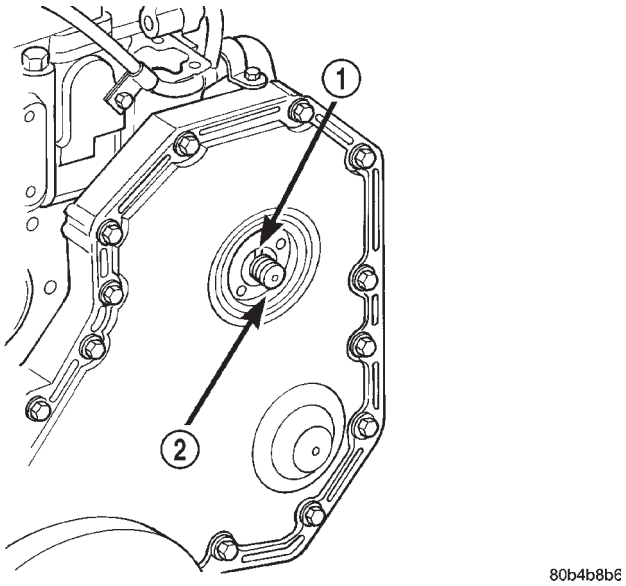

Fig. 36 Placing Keyway at 12 O'clock Position
CAUTION: To prevent pump/gear keyway from falling into gear housing, engine must be rotated until keyway is at 12 o'clock position (Fig. 36). If gear retainer nut, washer or key drops into gear housing, cover may have to be removed to retrieve them before engine is started.
(12) Rotate engine until keyway is at 12 o'clock position (Fig. 36).